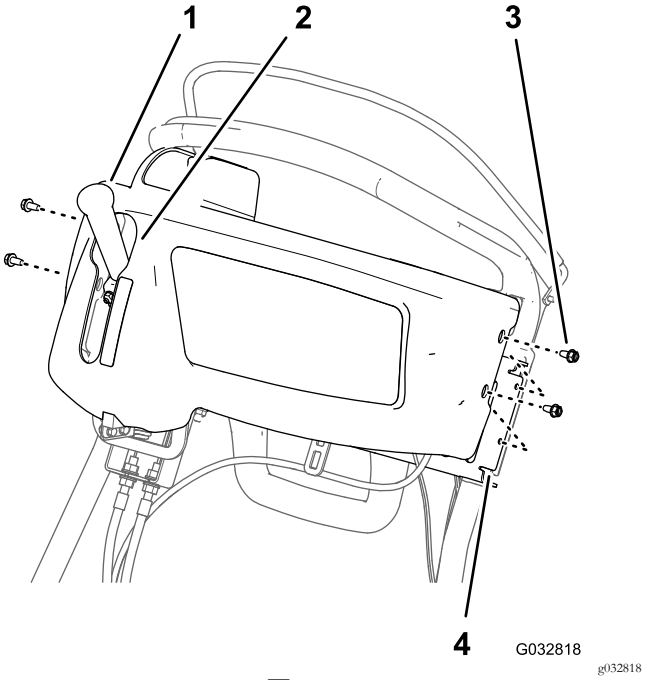

图30
1. 将控制面板护罩上的锁孔槽在牵引和滚刀驱动手柄上对准图30。
2. 将控制面板护罩上的孔与把手支架上的孔对准图30。
3. 使用2 卸下控制面板护罩 (页码 3)中卸下的 4 个凸缘头螺丝1/4 x 1/2 英寸将护罩安装到支架上图30。